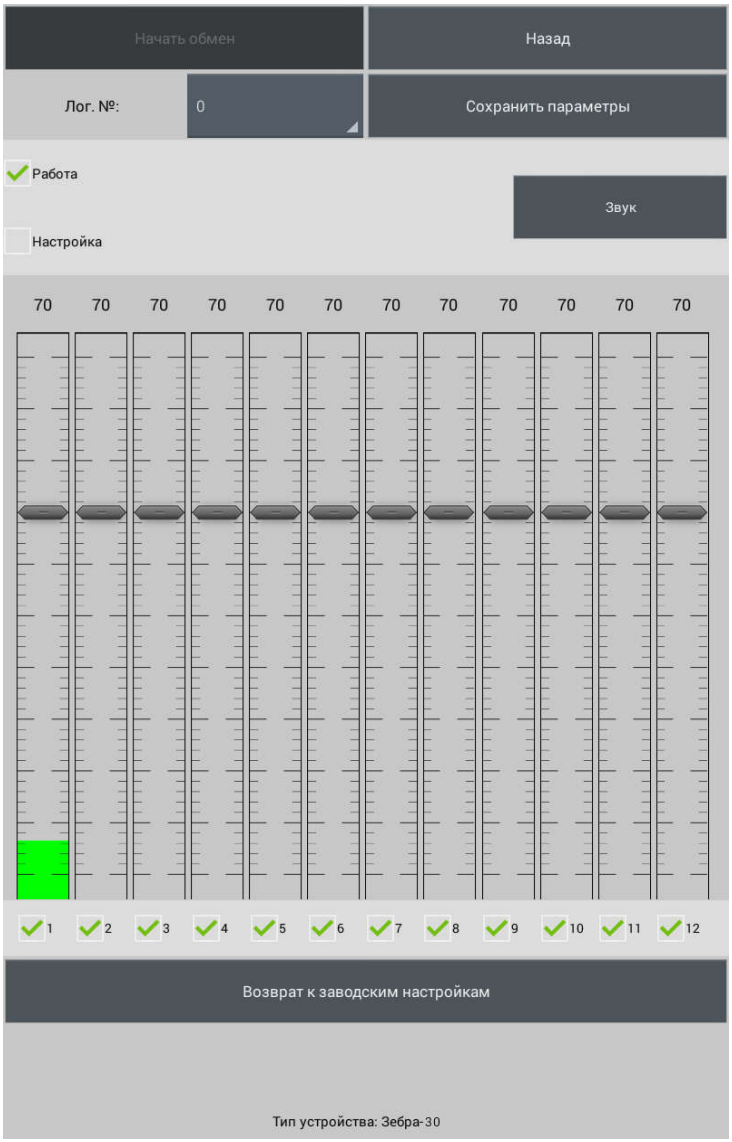

Рисунок 2.19
2.3.7.3.7 Нажать кнопку «Начать обмен». Рабочее окно программы имеет следующий вид (рисунок 2.19).